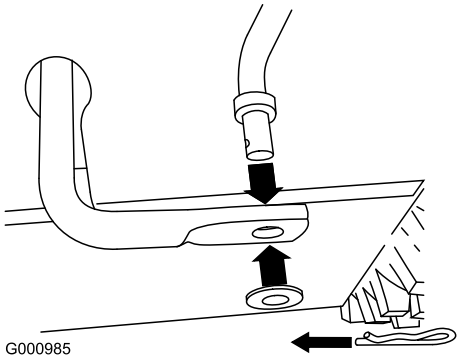

**Figur 10**
1. Ta bort hårnålssprinten och brickan från hastighetskontrollstångens nedre ände, och för in stångens nedre ände i den nedre länkarmen så att hastighetskontrollstångens böjda ände är vänd bakåt (Figur 10).